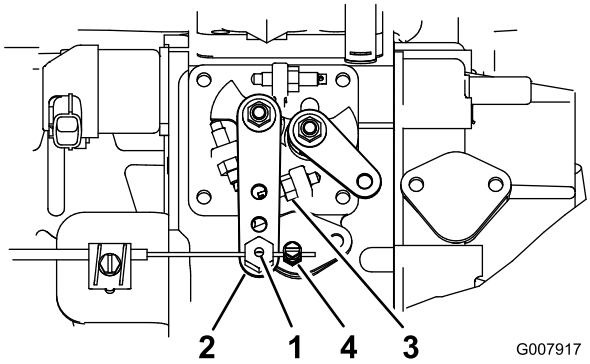

Figur 54
2. Lossa gasvajerns kontaktdon på gasvajern bredvid reglaget på insprutningspumpen (Figur 54).
3. Håll reglagearmen för insprutningspumpen mot tomgångsstoppet (Figur 54).